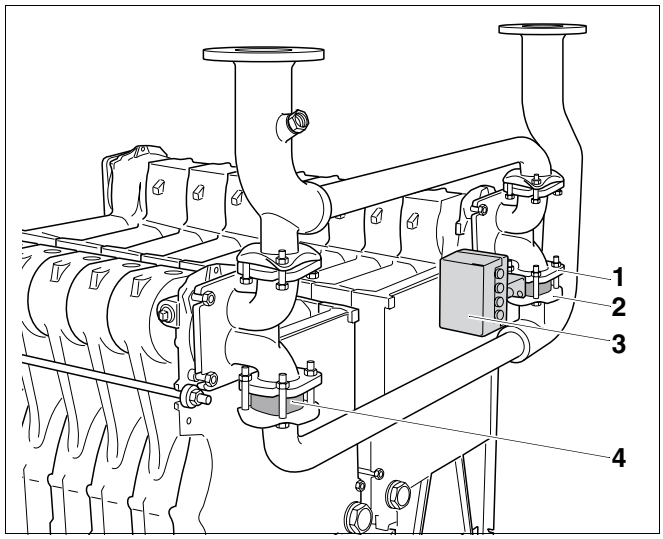

Рис. 31 Установка серводвигателя и проставки
Следующим шагом должна быть установка кольцевого дроссельного клапана (рис. 31, **поз. 3**) и проставки (рис. 31, **поз. 4**) между фланцами трубы обратной линии и соединительных элементов.
- Установите дроссельный клапан (рис. 31, **поз. 3**) так, чтобы серводвигатель был направлен к середине котла. Электропроводка должна находиться сверху.
- Вставить кольцевой дроссельный клапан (рис. 31, **поз. 3**) с наклеенными уплотнениями между фланцами трубы обратной линии (рис. 31, **поз. 2**) и соединительного элемента (рис. 31, **поз. 1**) правого котлового блока (2-я ступень котла).
- Вставить проставку (рис. 31, **поз. 4**) с наклеенными уплотнениями между фланцами трубы обратной линии и соединительного элемента правого котлового блока (1-я ступень котла).
Для обеспечения бесперебойной работы отопительного котла необходимо соблюдать условия эксплуатации. Возможно, понадобится установить второй дроссельный клапан с серводвигателем (дополнительное оборудование) вместо проставки (рис. 31, **поз. 4**, стр. 30) на левом котловом блоке. Это нужно сделать в том случае,